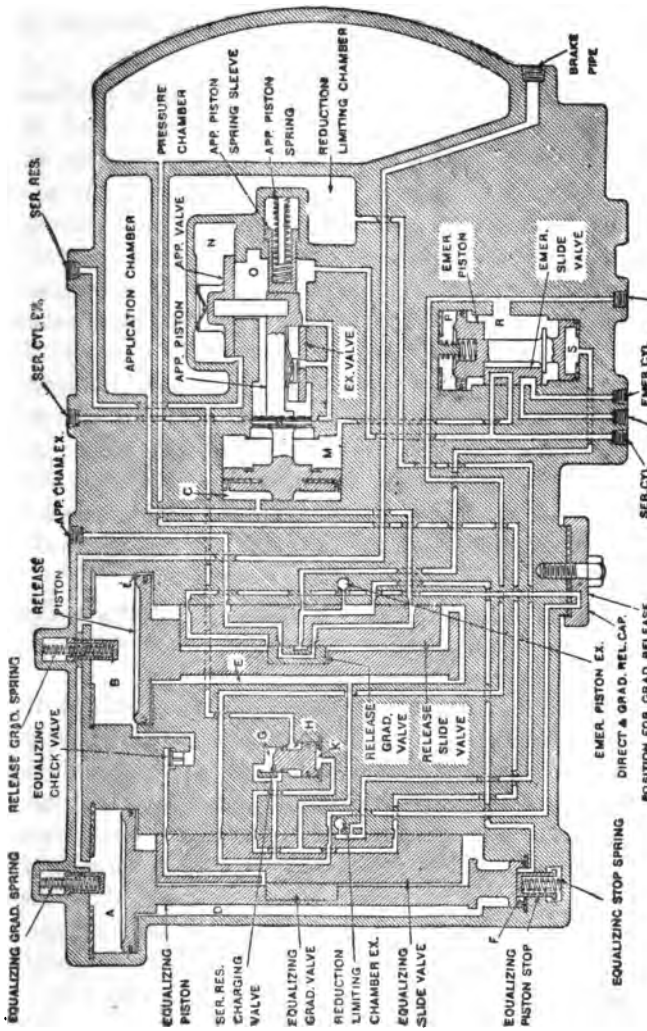

FIG. 140. GRADUATED RELEASE AND RELEASE, CHARGING PRESSURE CHAMBER ONLY.
connection is made between chamber *F* through the release slide valve to the emergency-piston exhaust. Also the *pressure chamber* is connected through the equalizing slide valve to the same port which connects chamber *F* to the atmosphere. At first the pressure in the *pressure chamber* tends to hold up the pressure in chamber *F* to insure that the release piston will move completely to the release position, but as these chambers are connected to the atmosphere through small ports, their pressure will reduce, thereby causing the equalizing piston to move on downward. In this movement, the equalizing slide valve restricts and finally stops the flow of air from the *pressure chamber* to chamber *F*, which results in the latter becoming rapidly reduced to atmospheric pressure, and causing the equalizing piston and its valves to move positively to release position, as shown in Fig. 140.
Q. What connections are made in the graduated-release position as shown in Fig. 140?